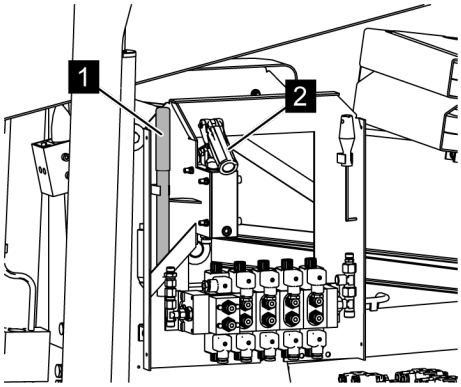

Fig. 82: Hand lever
3. *Remove the hand lever (*Fig. 82*/1) and screw into the adaptor ends (*Fig. 82*/2) of the hand pump.*